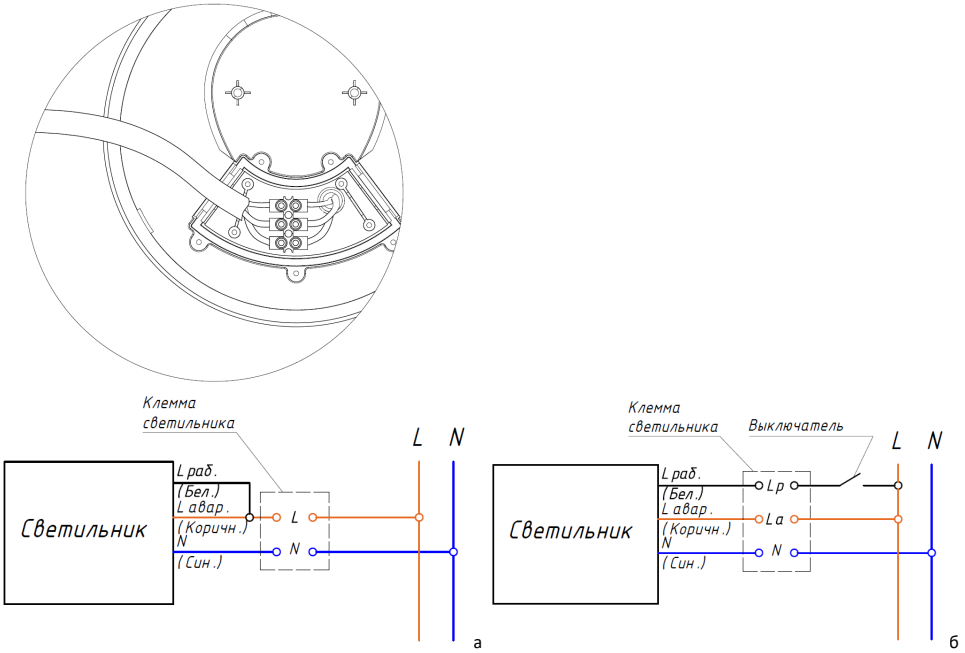

Рисунок 2. Схема подключения аварийного светильника:
5.6. Заведите кабель через силиконовый уплотнитель в распределительную коробку светильника (Рисунок 2). Рекомендуемый диаметр кабеля – до 6 мм. Заведите провода в клеммную колодку в соответствии со схемой на рисунке 2. Рекомендуемая длина зачистки провода – 5-6 мм. Рекомендуемое сечение провода до 2,5 кв.мм.
5.6.2. Если предполагается включать и выключать светильник в рабочем режиме, присоедините фазный рабочий провод (Lраб.) к клемме Lраб. через выключатель (см. рисунок 2, б). В данном случае возможно включение/отключение рабочего освещения через выключатель. В случае возникновения аварийного отключения электроэнергии светильник автоматически перейдет в аварийный режим при любом положении выключателя.